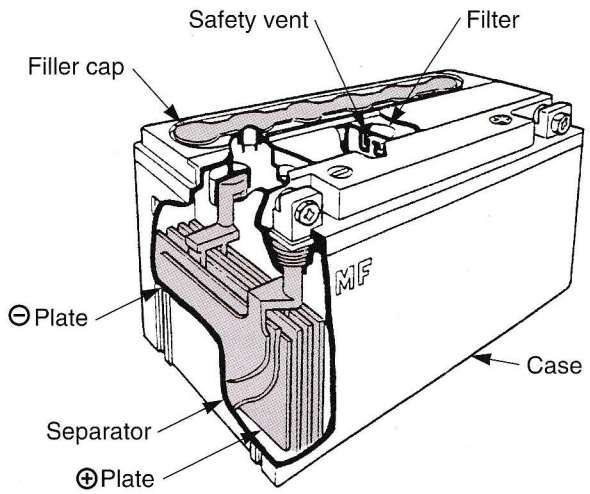

Figure 8-4. Typical maintenance-free battery.
The ***maintenance-free (MF) battery*** requires no electrolyte level inspection or periodic refilling. Similar in design to the conventional battery, the maintenance-free battery produces hydrogen and oxygen gas. However, the plates do not convert to lead completely, **Figure 8-4.** This state of lead is called *sponge lead.* When the battery is overcharged, the positive plates produce oxygen gas. The oxygen reacts with the hydrogen released from the negative plates and produces water. Therefore, water does not need to be added to maintenance-free batteries. This process, often called *gas recombination technology,* requires the battery to be permanently sealed, making it virtually spill proof.